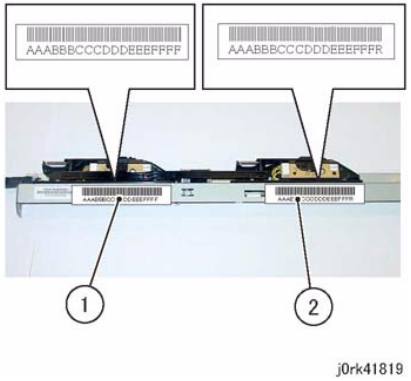

Figure 6 NVM Bar Code
NOTE: *If installing a new assembly then both 18-digit numbers should be recorded before installation (Figure 6)*
2. After replacing the MOB ADC Sensor Assembly, enter in the NVMs the numbers stated on the bar-code label attached to the MOB ADC Sensor Assembly. (Figure 6)